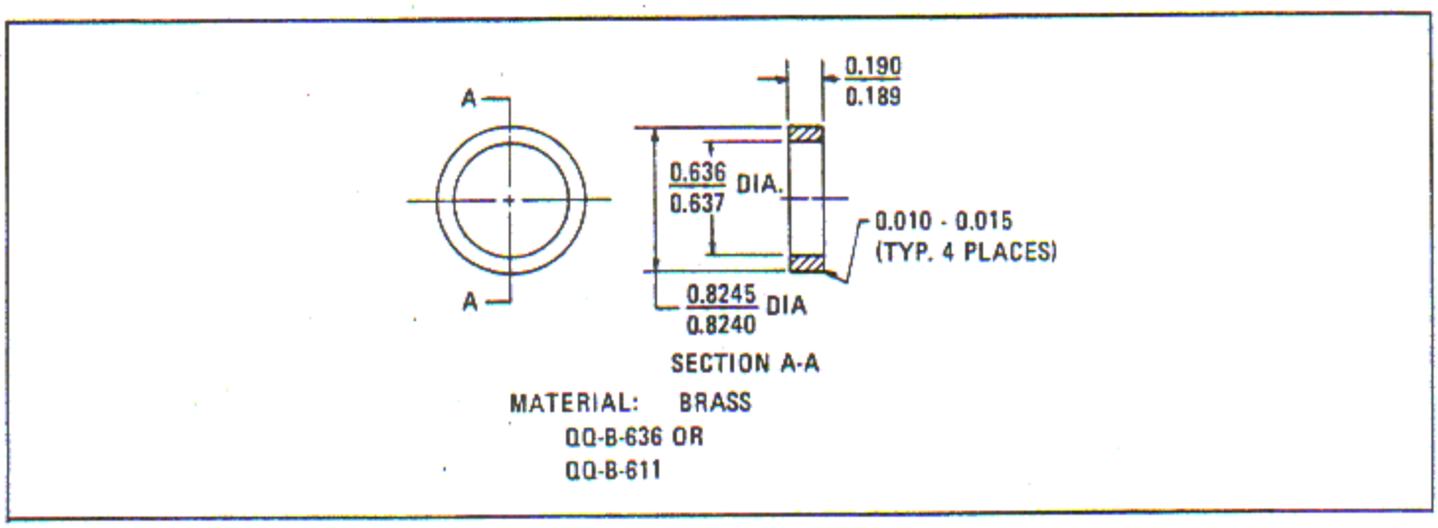

Figure 6-33. Crankcase Front Section Bushing
c. Manufacture bushing in accordance with the requirements of figure 6-33.